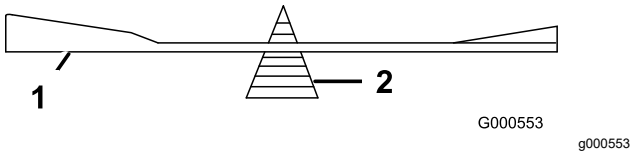

Rysunek 107
2. Sprawdź wyważenie ostrza, układając je na równoważniku ostrzy (Rysunek 107).